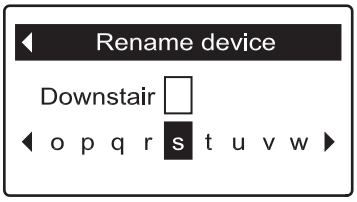

FIG. 120
7. Press the RIGHT (▶) or LEFT (◀) buttons to scroll through the character list.. Stop when the character you want to select is highlighted (See Fig. 120).